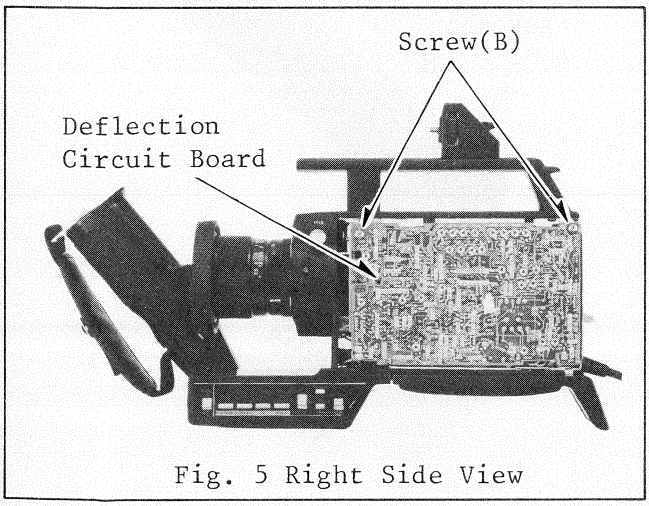

Fig. 5 Right Side View
Unscrew 2 screws (B) securing the circuit board to the chassis (see Fig. 5).